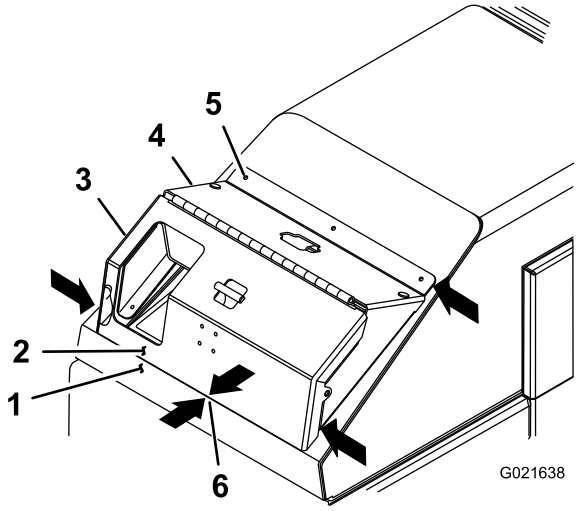

Figure 1
2. Align the cover left to right over the control panel (Figure 1).
3. While keeping the hood centered, align the bottom edge of the cover to the rear edge of the hood (Figure 1).